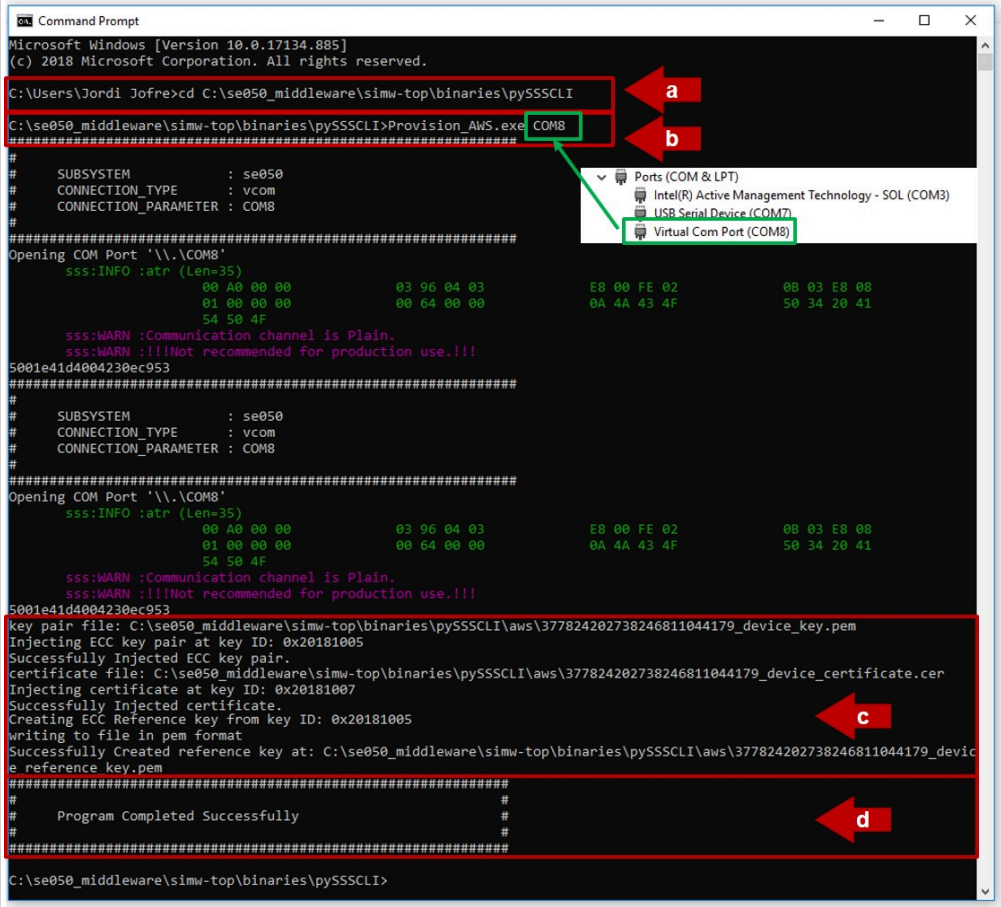

Figure 62. Run `Provision_AWS.exe` executable
4. Use the `Provision_AWS.exe` executable to generate and inject keys into your EdgeLock SE05x. You cal follow these steps shown in Figure 62: